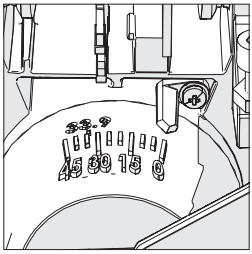

Fig. 8
- Asigurați-vă că capul de tăiere este la verticală, lipit de limita superioară și că indicatorul de unghi arată 0° pe cadran **(Fig. 8)**.